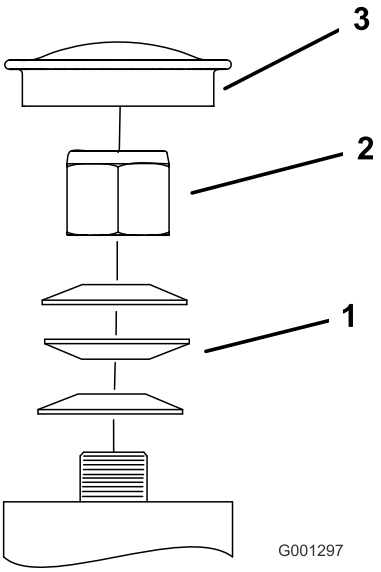

Figur 63
3. Fjern støvhætten fra styrehjulet, og spænd låsemøtrikken (Figur 63).
4. Spænd låsemøtrikken, indtil fjederskiverne er flade, og skru derefter 1/4 omgang ud for at indstille forspændingen på lejerne korrekt (Figur 63).
Vigtigt: Sørg for, at fjederskiverne monteres korrekt som vist i Figur 63.
5. Monter støvdækslet (Figur 63).